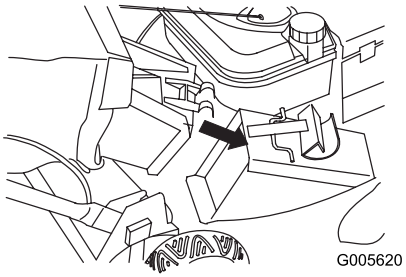

Figuur 24
2. Plaats de deuropening van de grasvangzak over de opening van de afvoertunnel (Figuur 24).